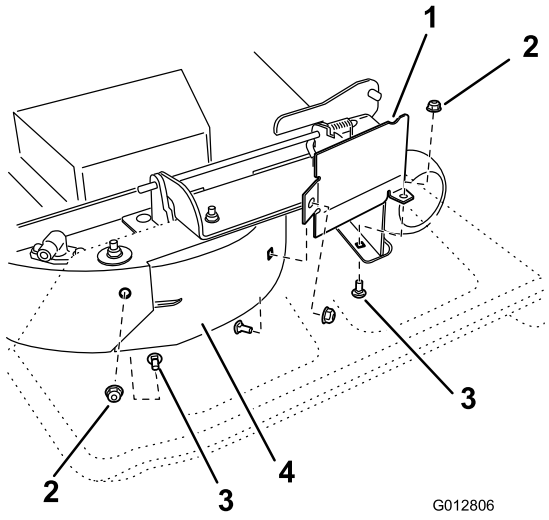

Figuur 3
9. Zoek de beschermplaat bij de losse onderdelen. Gebruik twee slotbouten (5/16 x 3/4 inch) en twee borgmoeren (5/16 inch) om de beschermplaat aan de rechterplaat en het maaidek te bevestigen zoals getoond in Figuur 3. Draai de bevestigingen met de hand vast.